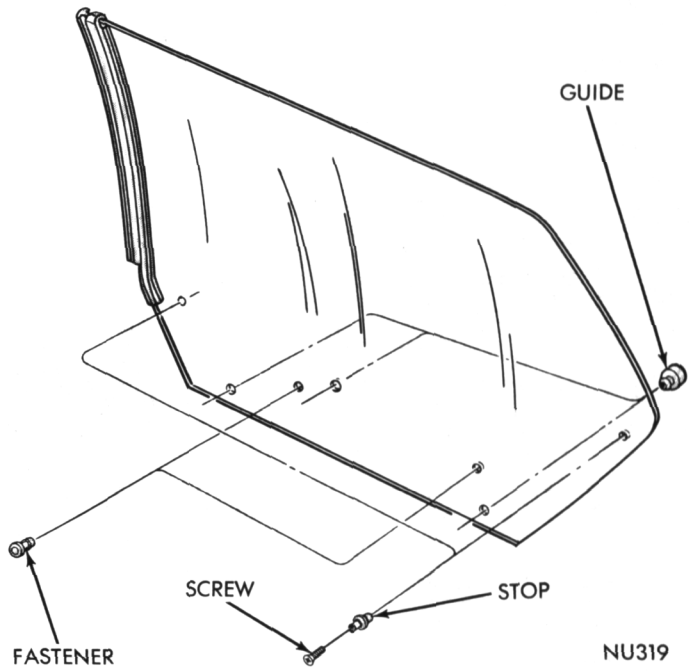

Fig. 55—Door Glass Assembly
(6) Raise track panel slowly until up-stop on glass (Fig. 55) are cleared through door.
The door glass to lift channel fasteners are a press fit in glass (Fig. 55) as are the glass to track and guide